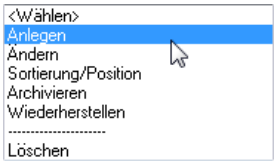

Bild 27.7 – *Bibliothek,* Menüpunkt *Anlegen*
- wählen Sie im Listenmenü *Bibliothek* den ersten Punkt, *Anlegen* (Abb. 27.7).